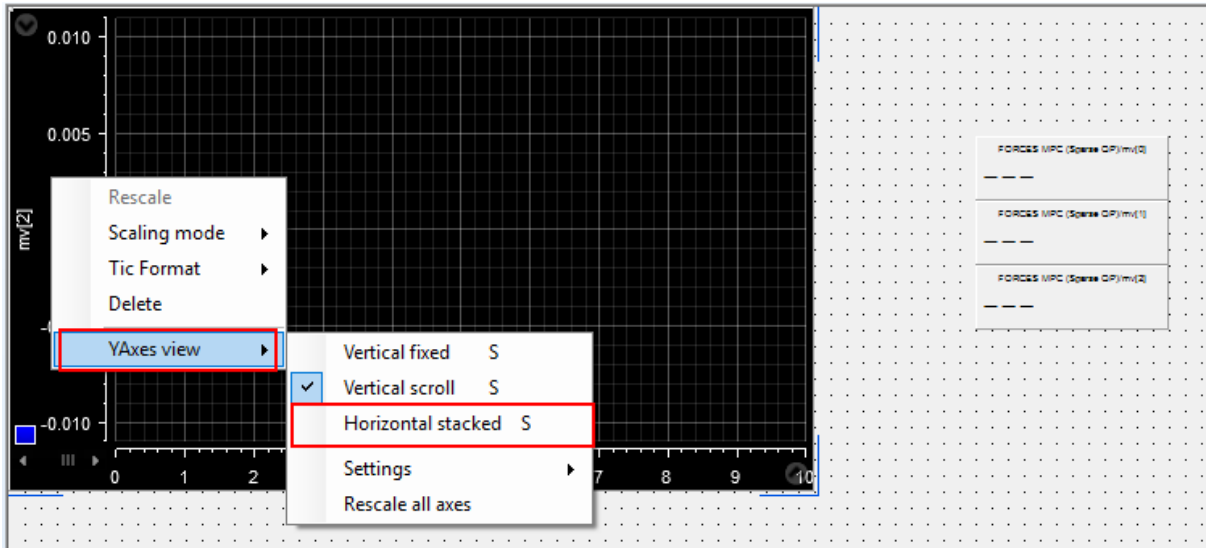

Figure 4.18: Select to show all the signals on the same plot with their own Y-axes
14) To see all the plots concurrently right-click on the left of the Y-axis and select `YAxes-view> Horizontal stacked` (see Figure 4.18).